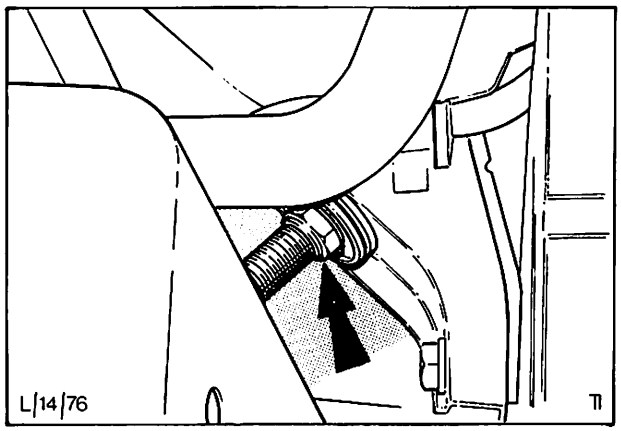

Abb. 50 Zugstrebenbefestigung
7. Vorderes Gummilager, Unterlegscheibe und Mutter auf vorderes Ende der Zugstrebe aufsetzen, Abb. 50. Dabei darauf achten, daß die Zugstrebe zentral durch den Verbindungsrahmen verläuft.